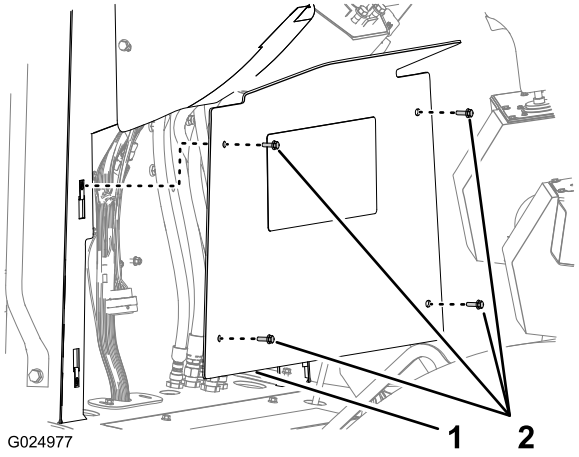

Figura 117
1. Retire los 4 pernos de cabeza hexagonal con arandela prensada (6 x 20 mm) que sujetan el panel inferior de la consola a la consola, y retire el panel (Figura 117).
3. Alinee el panel inferior de la consola con la consola (Figura 117).